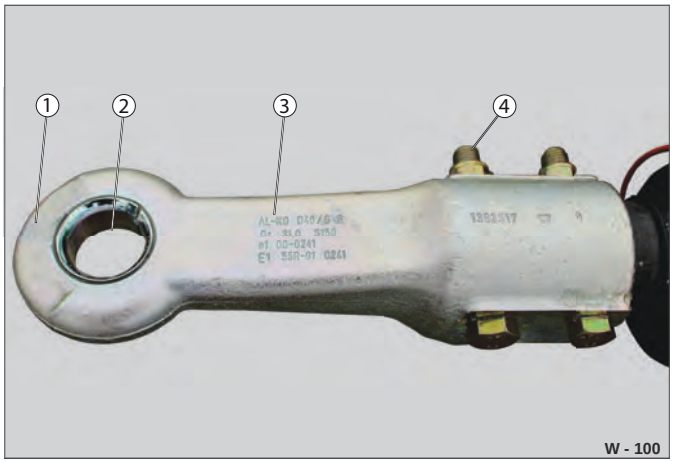

Fig. 52 Trækøje
▶ Rengør slitagebøsningen (Fig. 52 /2) og trækøjet med en ren, tør klud.